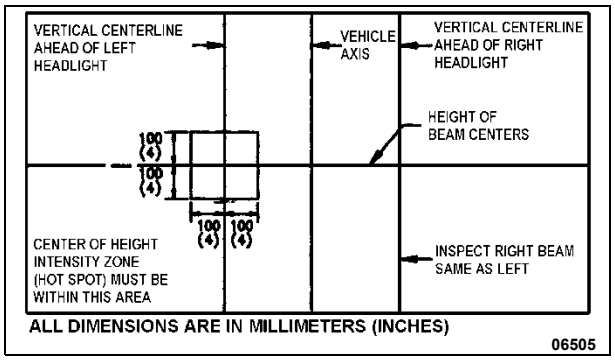

**FIGURE 56: AIM INSPECTION LIMITS FOR UPPER-BEAM HEADLIGHTS**
6. The inspection limits for high-beam headlights shall be with the center of the high-intensity zone from 10 cm (4 in) up to 10 cm (4 in) down; and, from 10 cm (4 in) left to 10 cm (4 in) right on a screen at 7.6 m (25 ft) (Figure 56).